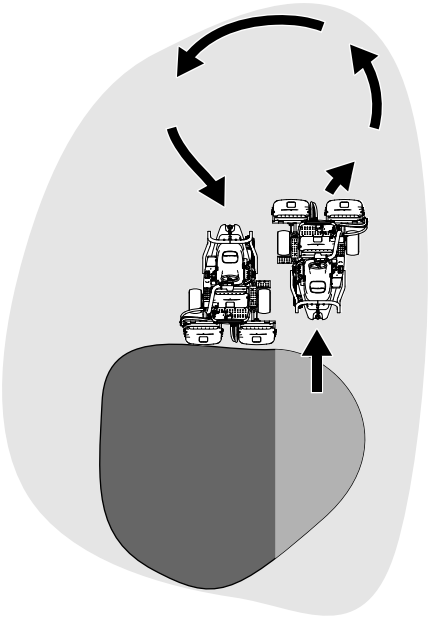

Figuur 22
6. U kunt de werktijd bekorten en de machine eenvoudiger voor de volgende maaibaan opstellen door de machine een ogenblik in de tegenovergestelde richting te draaien en daarna in de richting van het ongemaaide deel. Met zo'n druppelvormige bocht (Figuur 22) kunt u de machine snel in positie brengen voor uw volgende maaibaan.